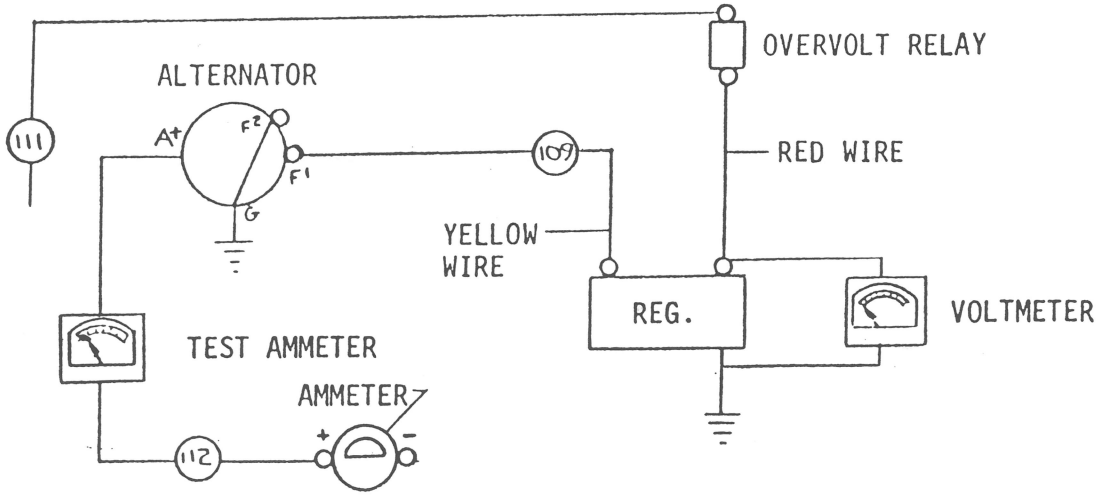

FIGURE 9-6.
a. Connect test meter as shown in Figure 9-6.